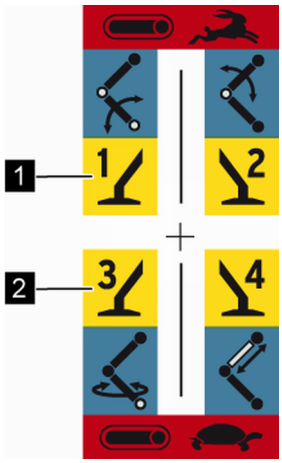

Fig. 61: Outrigger function
6. *With the pre-selection lever select the outriggers 1 and 2 (*Fig. 61/1*) or 3 and 4 (*Fig. 61/2*).*